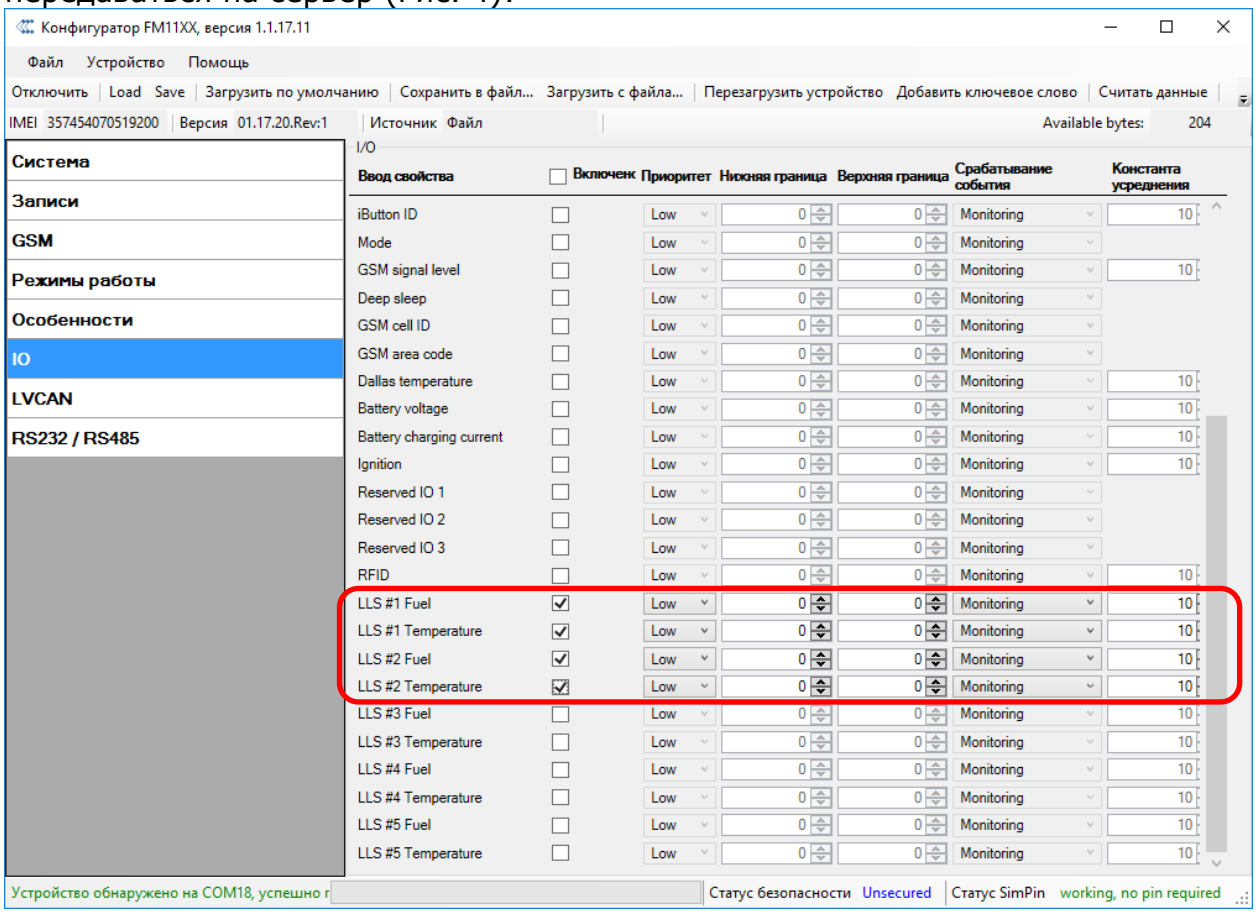

*Рисунок 4*
3.2.2. На вкладке IO настроить перечень параметров, которые будут передаваться на сервер (Рис. 4):